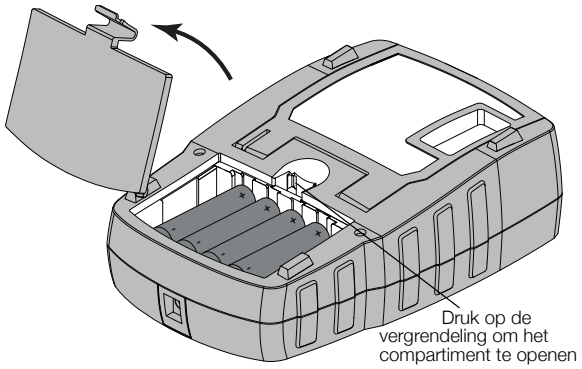

Figuur 2
1. Druk op de vergrendeling aan de achterkant van de printer en verwijder het compartimentklepje Zie Figuur 2.
2. Plaats de batterijen met de plus- (+) en minpool (-) in de juiste richting. Zie Figuur 2.